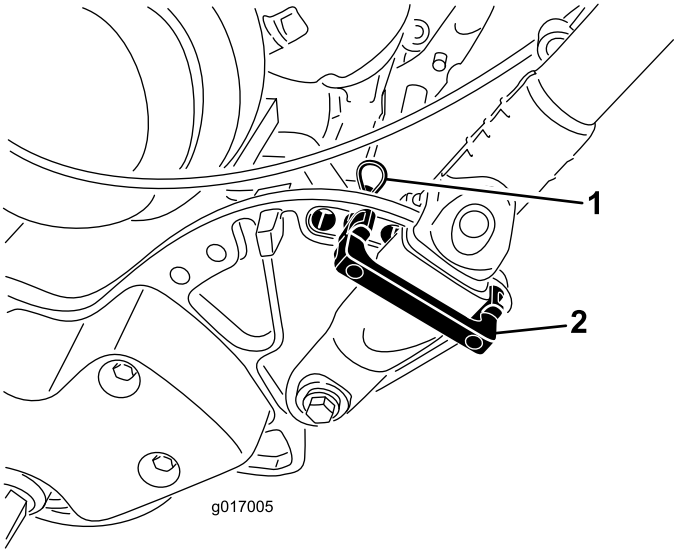

Figura 6
1. Sujete el manillar mientras retira los sujetacables que sujetan las abrazaderas a las chapas laterales (Figura 6).
2. Gire el manillar a la posición deseada, inserte un seguro de retención por encima de la abrazadera del manillar y a través de los taladros correspondientes de la chapa lateral (Figura 6).
3. Sujete la abrazadera con un pasador de horquilla (Figura 6).